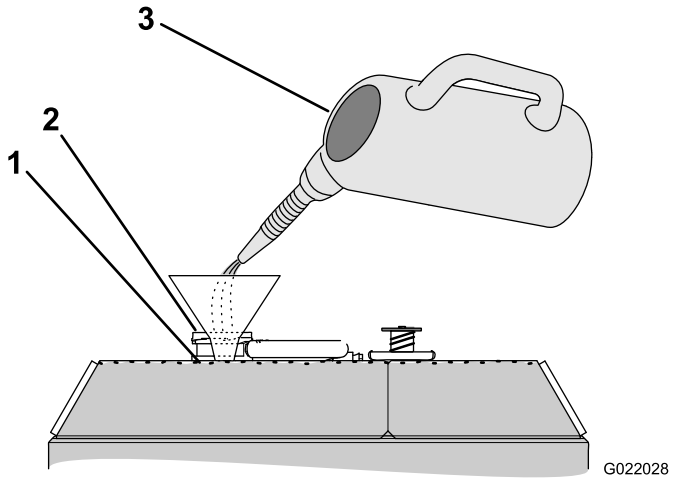

Figure 146
4. Remplissez le radiateur de liquide de refroidissement jusqu'à ce que le niveau atteigne le bas du goulot de remplissage (Figure 146).